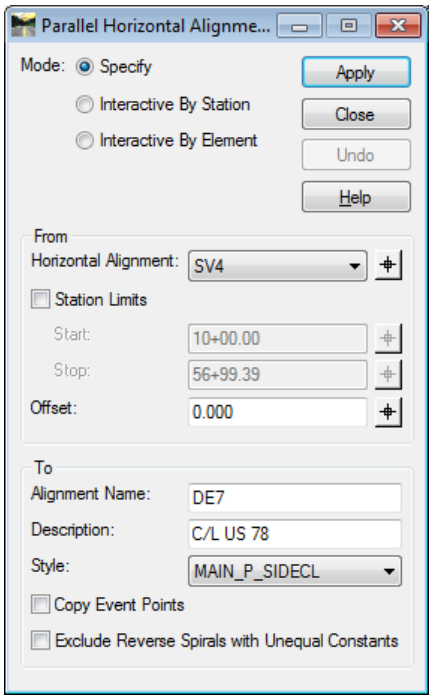

Figure L3-11 Parallel Horizontal Alignment
- Verify your entries match those shown in *Figure L3-11*. Click **Apply** & **Close**.